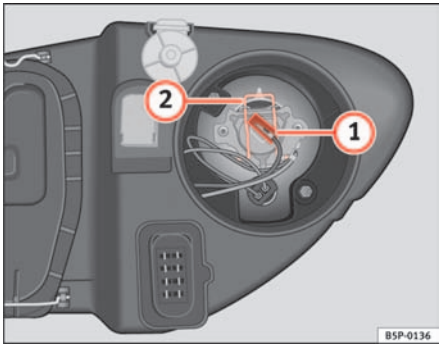

Fig. 183 Main beam headlights
– Remove the connector ⇒ fig. 183 (1) from the bulb.
– Press the spring ⇒ fig. 183 (2) inwards and to the right.